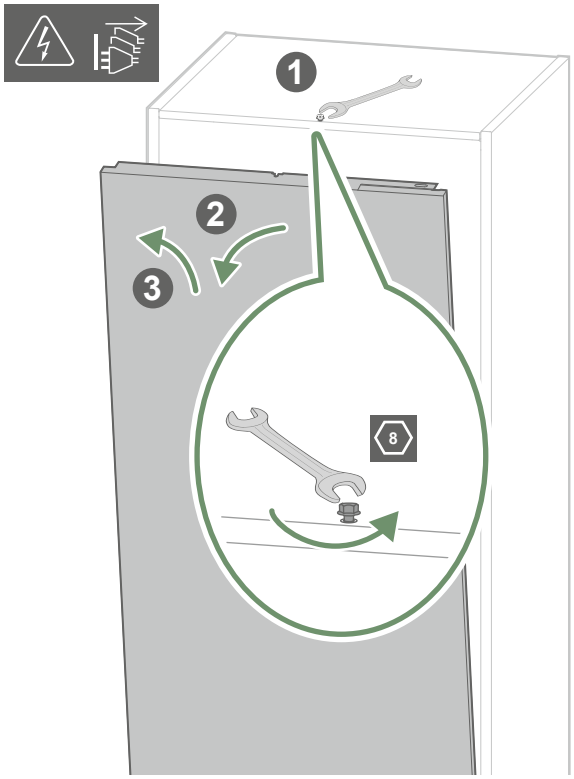

fig. 18 - Opening the front panel
- When operating, water may be discharged from the outdoor unit. Do not install the appliance on a terrace, but choose a well-drained spot instead (bed of gravel or sand). If the appliance is installed in a region where the temperature can stay below 0°C for a long period, check whether the presence of ice may represent any danger. It is also possible to connect a drain pipe to the condensate drain tray (optional) (*fig. 18 page 17*).